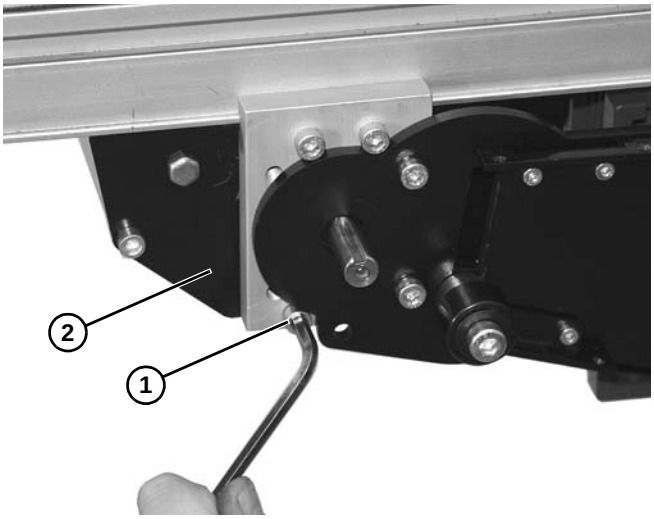

Figure 42
2. Remove two M6x25 socket head screws **(Figure 42, item 1)** from bottom of mid drive assembly **(Figure 42, item 2)**.